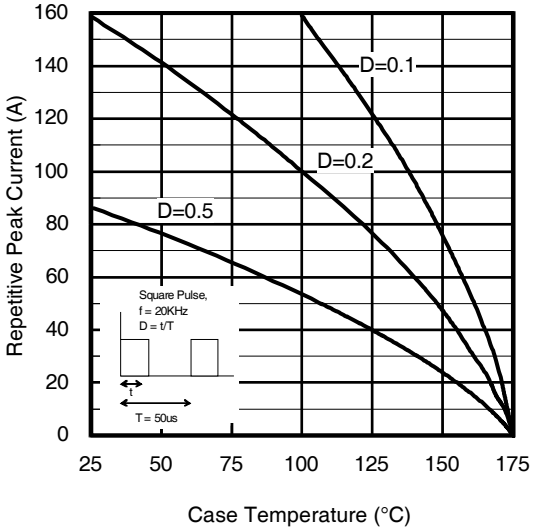

Fig 19. Maximum Diode Repetitive Forward Peak Current vs. Case Temperature
① V_{CC} = 80% (V_{CES}), V_{GE} = 20V, L = 200µH, R_G = 10Ω.
② Pulse width limited by max. junction temperature.
③ Refer to AN-1086 for guidelines for measuring $V_{(BR)CES}$ safely.
④ fsw = 20KHz, refer to figure 19.
⑤ Sinusoidal half wave, t=10ms.